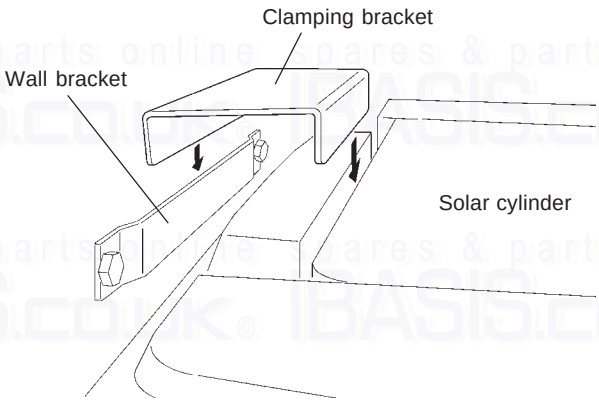

Fig. 11c
5. Secure the top of the cylinder to the top mounting bracket using closing bracket as shown in Fig. 11c.